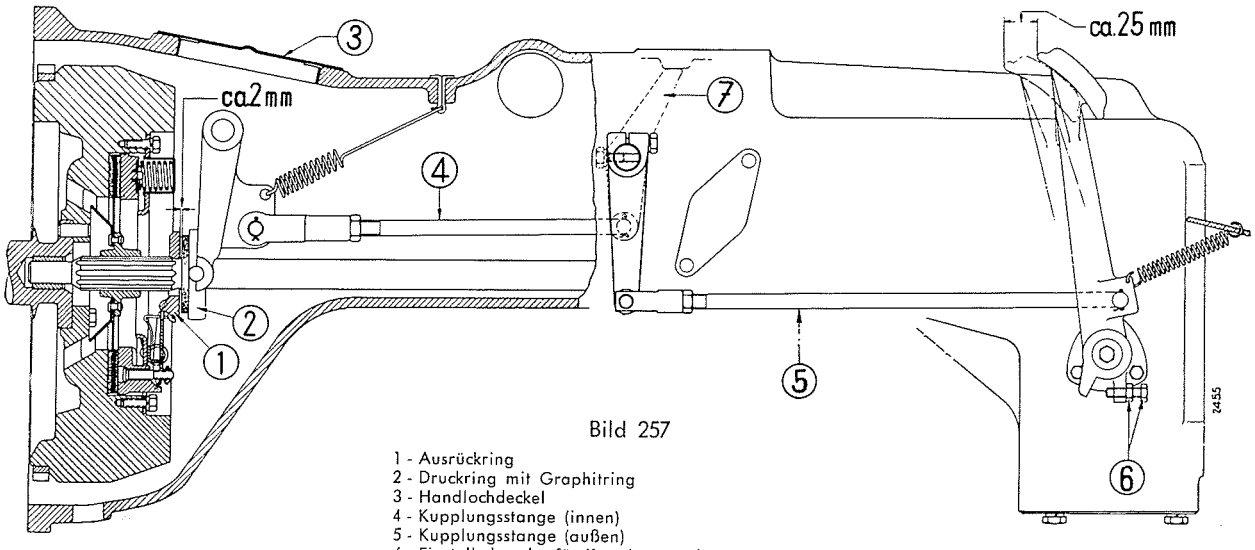

Bild 257
Bei richtiger Einstellung muß das Kupplungspedal einen toten Gang von ca. 25 mm haben, ehe der Ausrückvorgang beginnt. Mit fortschreitendem Verschleiß der Kupplungsbeläge wandert der Ausrückring des Kupplungsautomaten (1), Bild 257, auf der Kupplungswelle nach hinten und der tote Gang am Kupplungspedal verringert sich.